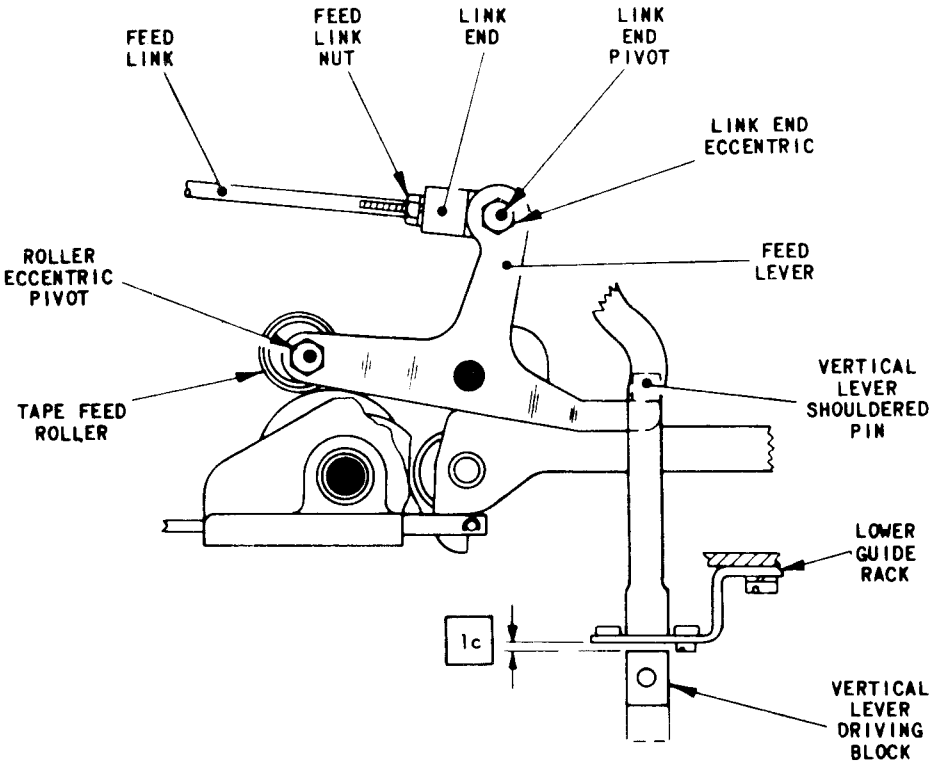

FIG.L.10 FEED LEVER MECHANISM
8.1 With the machine in the rest position, hold the tape feed roller, Fig. L.10, down on to its cam. Press the vertical lever shouldered pin against the feed lever and check that there is now a clearance of up to ·005 in. (dimension 'lc') between the vertical lever driving block and the lower guide rack.
9.8 If the pawl is operating in the wrong tooth, slacken the nut securing the link end eccentric, Fig.L.10, and turn the eccentric to its top mid-position. Tighten the nut. Remove the circlip securing the link end on its pivot and slide off the end together with the feed link. Slacken the nut securing the feed link to the link end and screw the end along the thread to obtain the required setting, taking care that there is at least 1/8 in. of thread left in the link end. Refit the link end on its pivot and secure it with its circlip. Tighten the feed link nut carefully, ensuring that the link end moves freely on its pivot.
9.10 To adjust , slacken the nut securing the link end eccentric, Fig.L.10, and turn the eccentric (using the top half of its throw) to obtain the required setting. Tighten the nut.